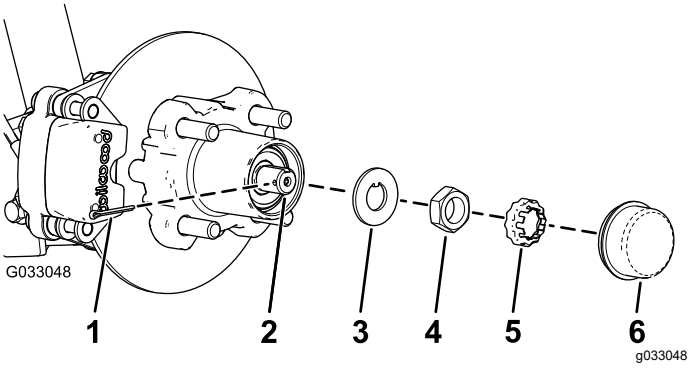
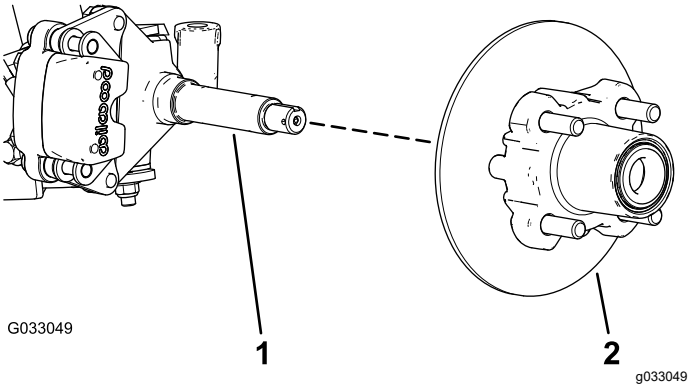

Figur 28
Figur 29
4. Fjern støvhetten fra navet (Figur 28).
5. Fjern hårnålssplinten og holdermutteren fra spindelen og spindelmutteren (Figur 28).
6. Fjern spindelmutteren fra spindelen, og skill navet og rotorenheten fra spindelen (Figur 28 og Figur 29).